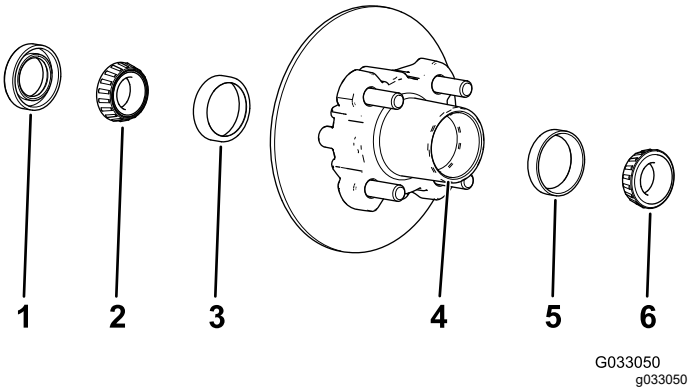

Figur 29
1. Avlägsna det yttre lagret och lagerbanan från navet (Figur 29)
2. Ta bort tätningen och det inre lagret från navet (Figur 29)
5. Avlägsna allt fett, smuts och skräp från håligheten i navet (Figur 29).
7. Fyll navets hålighet till 50–80 % med angivet fett (Figur 29).
8. Montera det inre lagret på banan på navets insida, och montera tätningen (Figur 29).